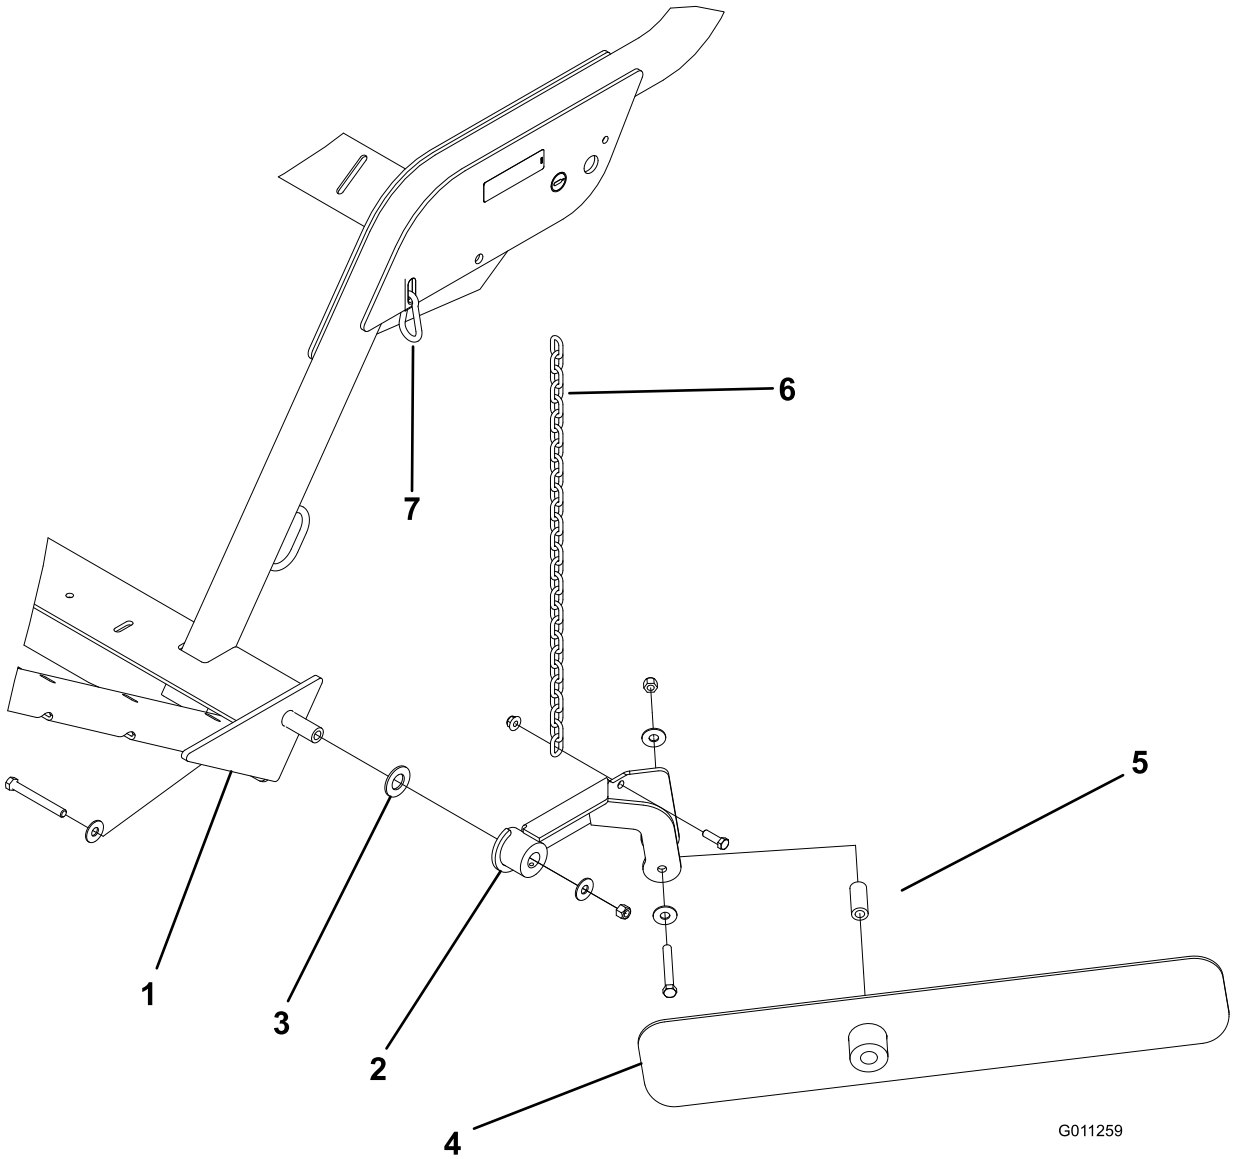

Figuur 15
Plaats de onderdelen zoals wordt getoond in Figuur 15.
2. Monteer de pluggenschuif aan de bevestiging met een bout van 7/16 x 3-1/4 inch, (2) platte ringen, een afstandsstuk en een borgmoer. Monteer de onderdelen zoals wordt getoond in Figuur 15. Het lange eind van de pluggenschuif moet van de pluggenruimer af worden geplaatst.
3. Zet de ketting vast aan de bevestiging van de pluggenschuif met een bout van 3/8 x 1-1/4 inch en een moer (Figuur 15).
4. Bevestig het andere uiteinde aan de ketting aan de sleuf in het frame met de klikverbinding (Figuur 15). Er moet wat speling in de ketting zijn tijdens het aansluiten.